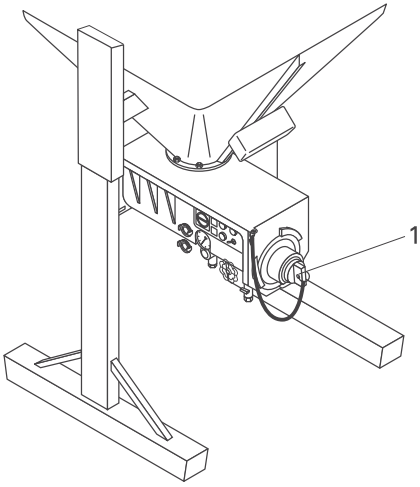

Abb. 18:
- Verschlussstopfen zum Abdichten des Homogenisierteils (Abb. 18, 1) anbringen